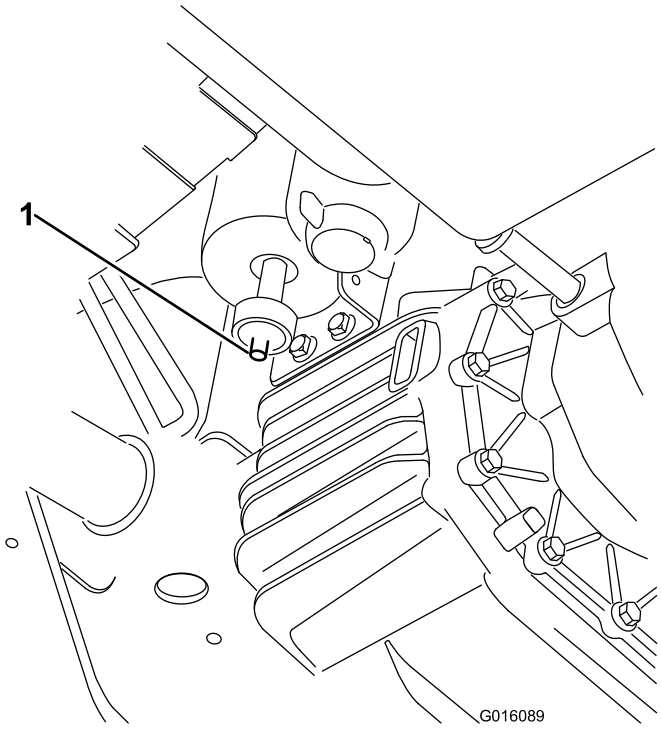

**Figur 40**
1. Find luftfilteret i bunden af beholderen med aktivt kul (Figur 40).